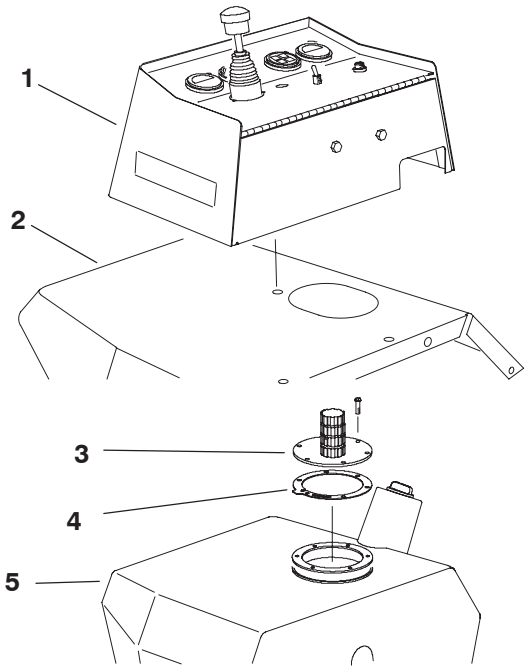

**Figure 6**
**2.** Open control panel cover. Thru hole in right fender, thoroughly clean top of hydraulic tank around tank cover (Fig. 6).
**3.** Remove (6) flange head screws (Fig. 6) securing tank cover and gasket to tank and remove components from tank. Discard components.